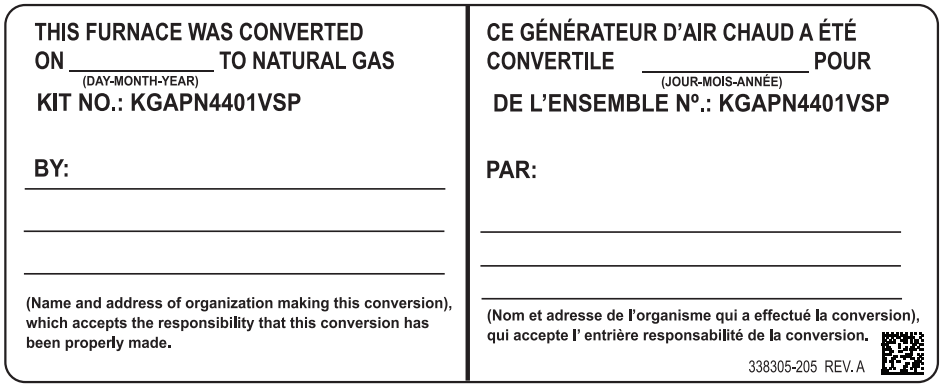

Fig. 44 - Conversion Responsibility Label
1. Fill in Conversion Responsibility Label 338305-205 and apply to Blower Access Door of furnace as shown. Date, name, and address of organization making this conversion are required. See Fig. 44.